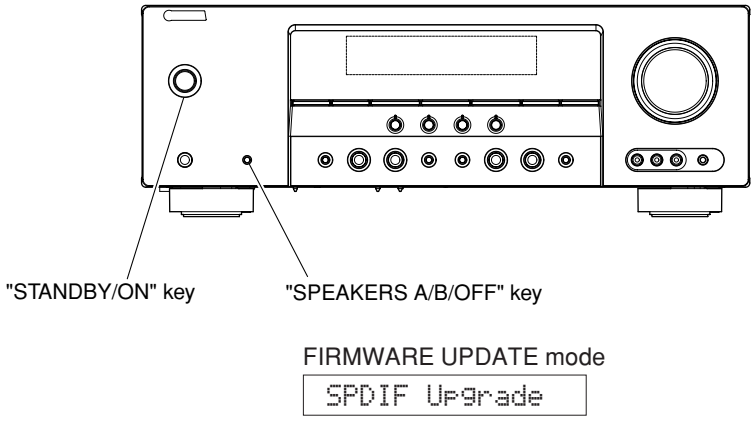

Fig. 2
2. While pressing the “STANDBY/ON” key and “SPEAKERS A/B/OFF” key of the main unit simultaneously, connect the power cable of the main unit to the AC outlet. (Fig. 2)
The FIRMWARE UPDATE mode will then be activated and “SPDIF Upgrade” is displayed. (Fig. 2)
2. 本機の“STANDBY/ON”キーと、“SPEAKERS A/B/OFF”キーを押しながら、本機の電源コードをACコンセントに接続します。(Fig. 2)
FIRMWARE UPDATEモードが起動し、“SPDIF Upgrade”が表示されます。(Fig. 2)